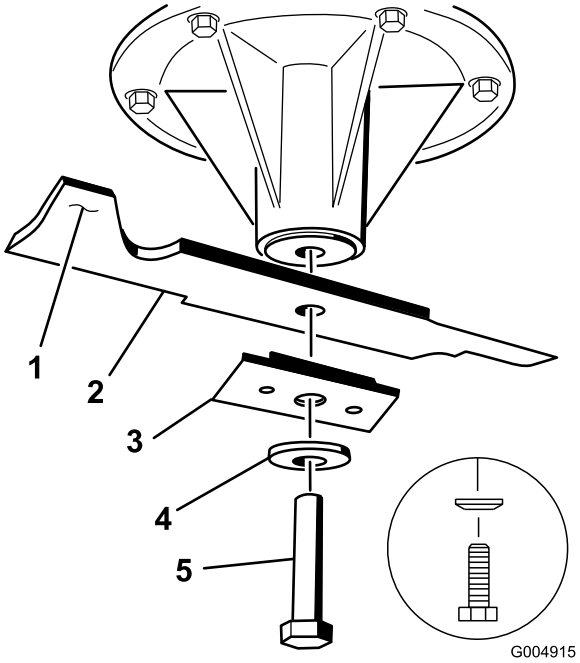

Figur 49
2. Avlägsna knivbulten, den böjda brickan, knivförstärkningen och kniven från spindelaxeln (Figur 49).
1. Montera kniven på spindelaxeln (Figur 49).
Viktigt: Knivens segeldel måste peka uppåt, mot gräsklipparens insida, för att klippningen ska bli rätt (Figur 49).
2. Sätt fast kniven, förstärkningen, den böjda brickan och knivbulten (Figur 49).